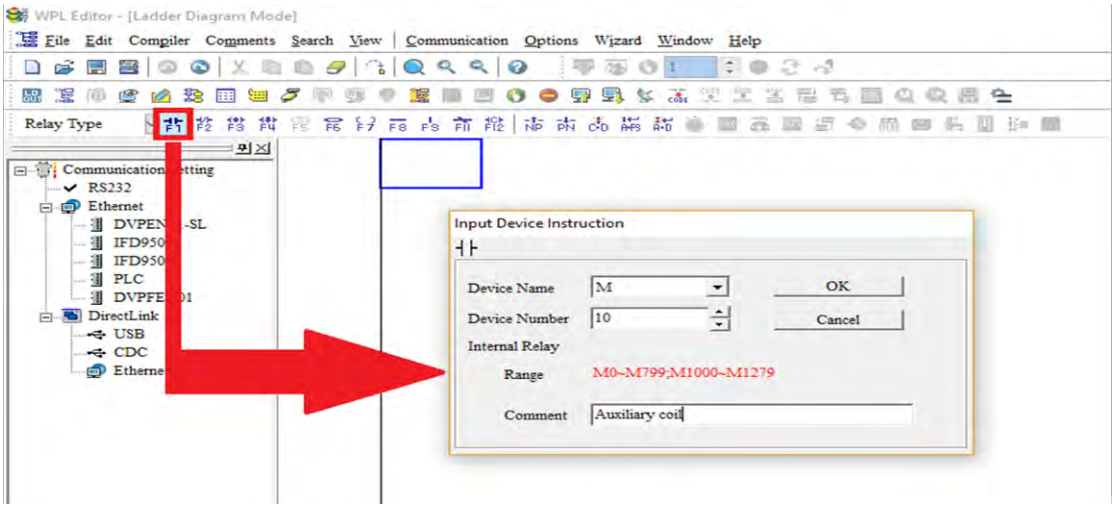

Figure 16-12
Step 2: Click on the always-open switch icon or press the function key F1. After the name of the input device and the comment dialog box have appeared, the device name (such as "M"), device number (such as "10"), and input comments (such as "auxiliary contact") can be selected; press the OK button when finished (see figure 16-12 and 16-13 below).